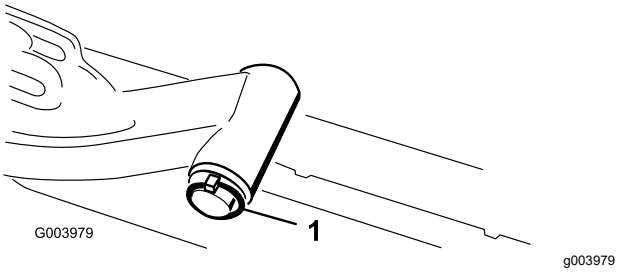

**Figur 18**
C. Før inn løftearmsakselen i løftearmen og fest den med skiven og splittpinnen (Figur 18).